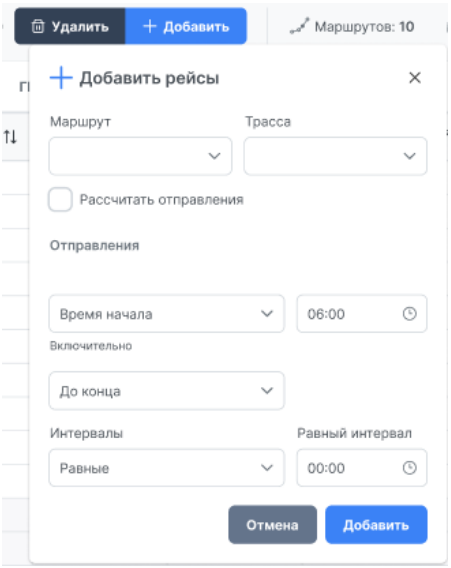

Рисунок 196 – Добавление рейса
1. Нажать на + Добавить, откроется окно добавления нового рейса (рисунок 196).